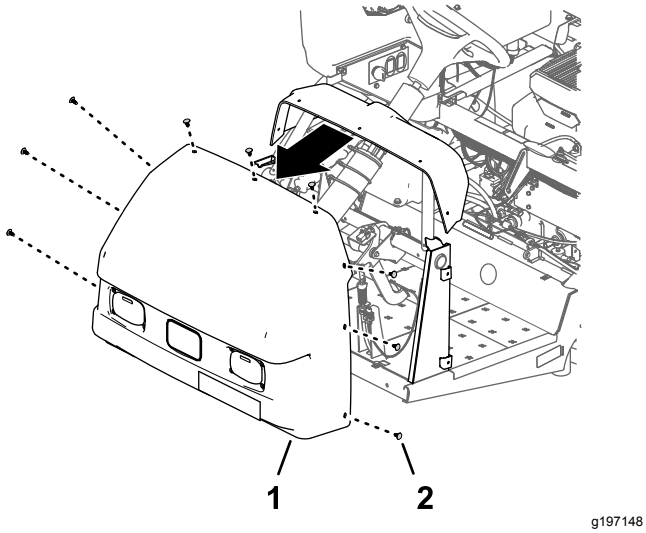

Figur 13
2. Fjern de ni skyvefestene som fester panseret til dashbordet og maskinrammen (Figur 13).
3. Fjern panseret fra maskinen (Figur 13).